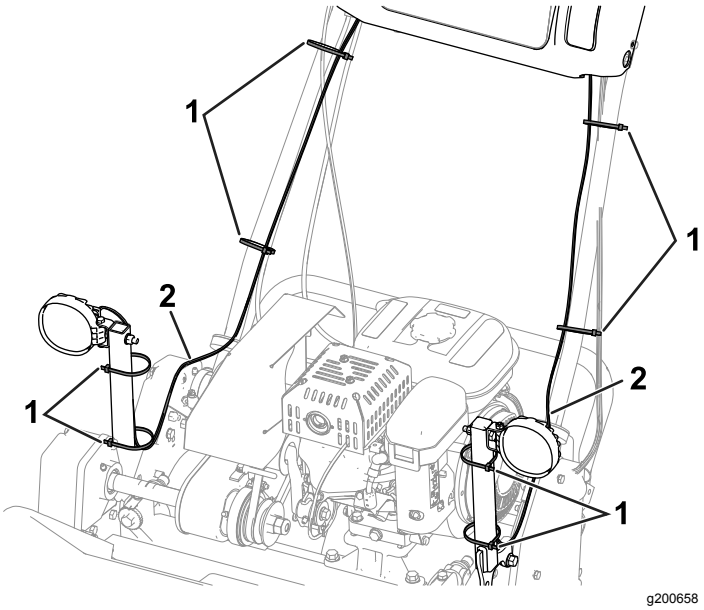

Figura 27
1. Utilizzate 8 fascette per cavi per fissare i cablaggi preassemblati alla macchina (Figura 27).